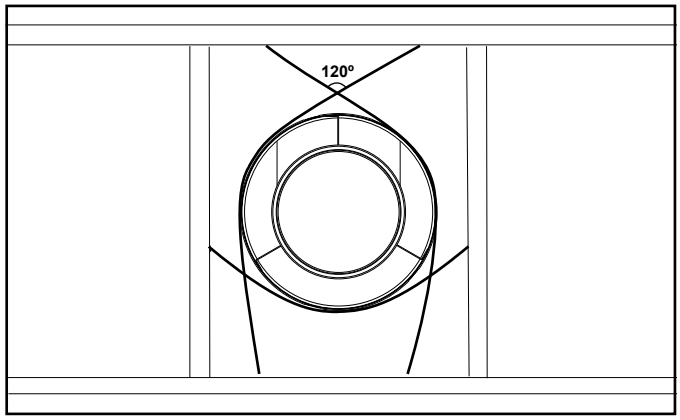

Figure 7.7 Securing Vertical Pipe Sections
- Vent supports or plumbers strap (spaced 120º apart) may be used to support vent sections. See Figures 7.7 and 7.8.